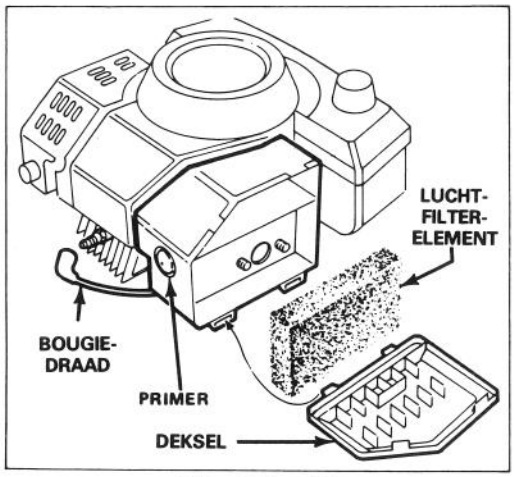
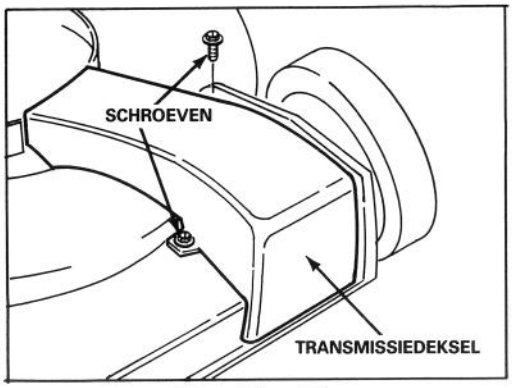

Afbeelding 10
Afbeelding 16
1. Zet de motor af Trek de draad van de bougie (Afb. 10).
1. Zet de motor af en trek de draad uit de bougie (Afb. 10).
2. Druk de sluitingstabs naar binnen en licht het deksel van de luchtfilter. Maak het deksel grondig schoon (Afb. 10).
3. Wanneer het luchtfilterelement vuil is, verwijder het uit de luchtfilter en maak het grondig schoon (Afb. 10).
1. Zet de motor af en trek de draad van de bougie (Afb. 10).
2. Maak het gebied rondom de bougie schoon en verwijder de bougie van de cylinderkop (Afb. 10).
3. Zet de luchtopening op 0,81 mm (Afb. 10). Installeer de bougie en pakkingszegel correct en draai de bougie stevig vast tot 13,6 N-m.
1. Zet de motor af. Trek de draad van de bougie (Afb. 10).
1. Zet de motor af en trek de draad van de bougie (Afb. 10). Verwijder de twee schroeven en licht het deksel can de versnellingsbak (Afb. 16).
2. Verwijder het deksel van de versnellingsbak (Afb. 16).